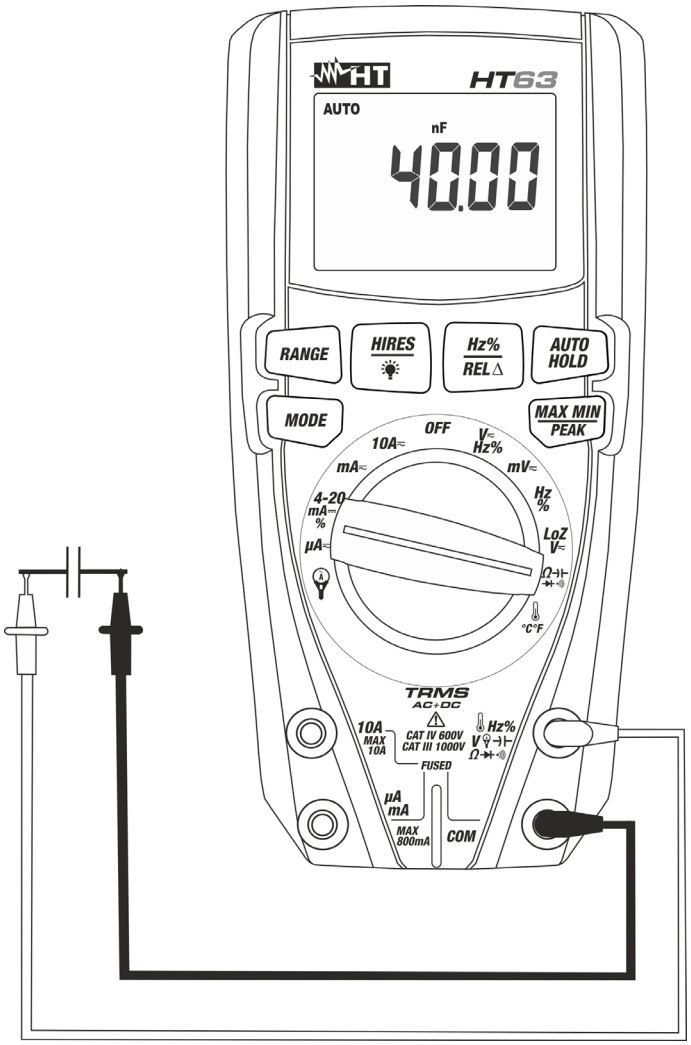

Fig. 8: Mesure de capacité
5. Positionner les embouts aux extrémités du condensateur sous test en respectant, éventuellement, les polarités positives (câble rouge) et négatives (câble noir) (voir Fig. 8). La valeur de capacité sera affichée à l’écran. Le diagramme à barres analogique n'est pas actif dans cette fonction. En fonction de la valeur de capacité á mesurer, l’instrument peut utiliser environ 20s avant d’afficher la valeur finale correcte